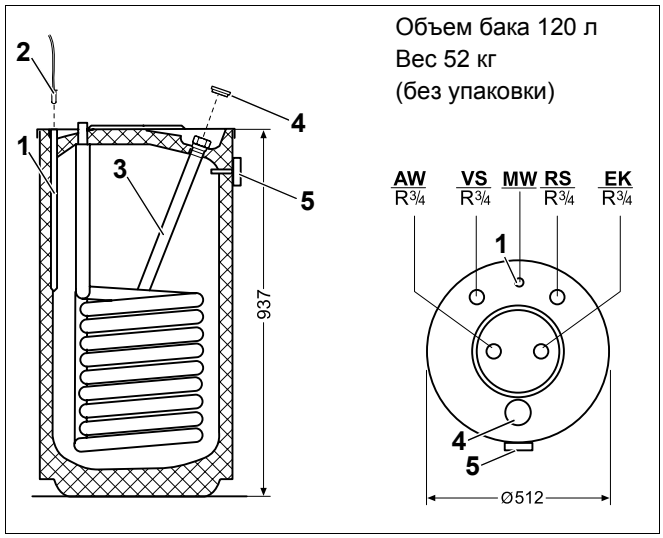

Рис. 1 Подключения и технические характеристики (размеры в мм)
- Вставьте до упора датчик температуры (рис. 1, **поз. 2**) с зажимной пружиной в трубку (рис. 1, **поз. 1**).
Для показания температуры горячей воды устанавливается термометр (рис. 1, **поз. 5**).
- Отверткой вынуть пластмассовую пробку (рис. 1, **поз. 4**).
- Вывернуть магниевый анод (рис. 1, **поз. 3**).
- Проверить износ магниевого анода (рис. 1, **поз. 3**). Замените анод, если его диаметр уменьшился примерно до 15 – 10 мм (у нового анода Ø 26 мм).